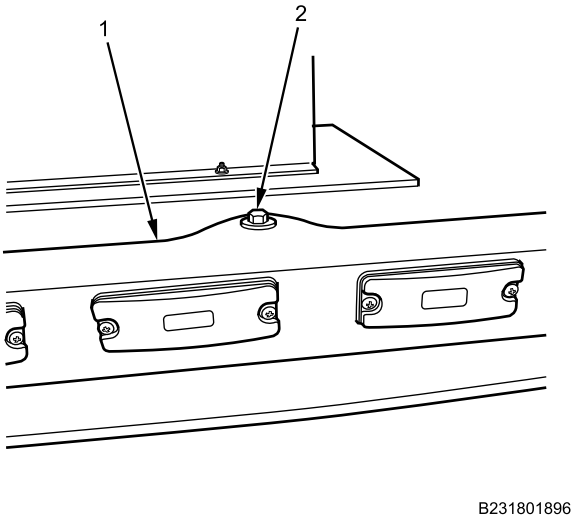

Figure 5. Light Bar.
3. Apply corrosion preventive compound on light bar mounting bolt (Figure 5, Item 2).
4. Install light bar (Figure 5, Item 1) with bolt (Figure 5, Item 2)and washer.